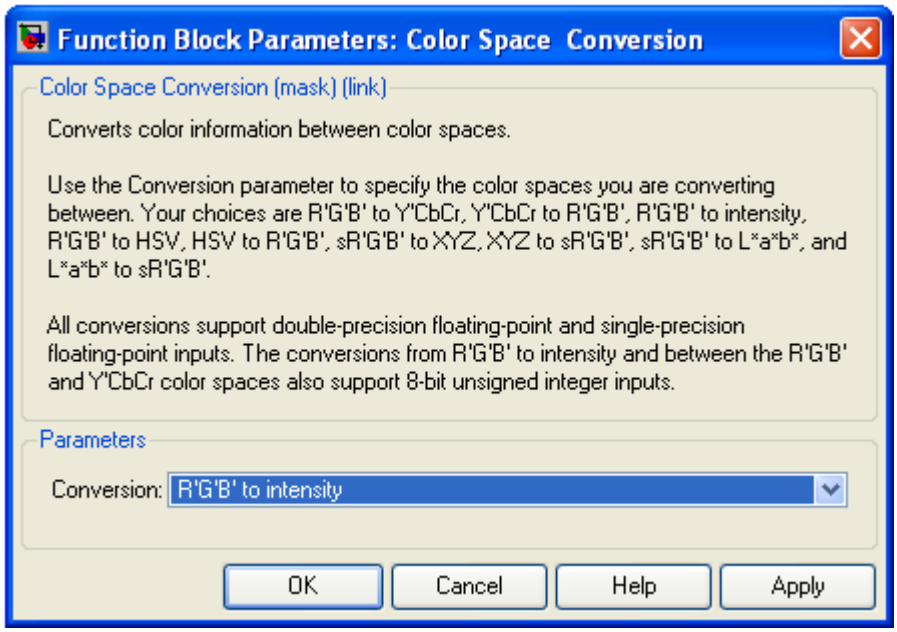

Figure 11: Configuring the Color Conversion Scheme
7. Double Click and select the "R'G'B' to intensity" conversion scheme as shown in Figure 11.